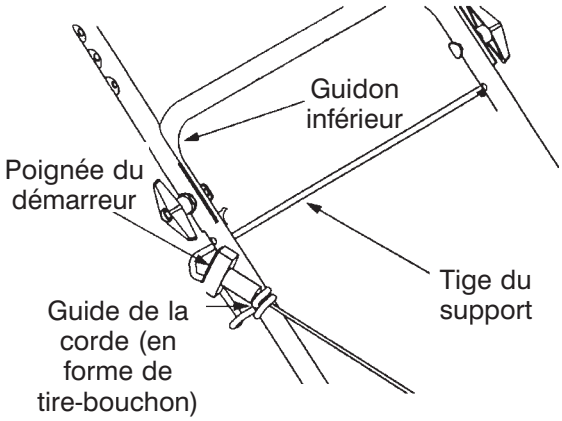

Figure 3
La poignée du démarreur à lanceur est attachée au guidon. Voir la Figure 3. Placez-vous derrière la tondeuse, en position de travail, pour mettre la tondeuse en marche.
- Le guide de la corde (en forme de tire-bouchon) fait partie de la tige de support du sac à herbe installée sur le guidon inférieur. Voir la Figure 3. **Débranchez le fil de la bougie et mettez-le à la masse en suivant les instructions de la notice d'utilisation du moteur.** Pressez la poignée commande de la lame contre le guidon supérieur. Tirez lentement sur la corde du démarreur jusqu'à ce qu'elle passe le guide (en forme de tire-bouchon).